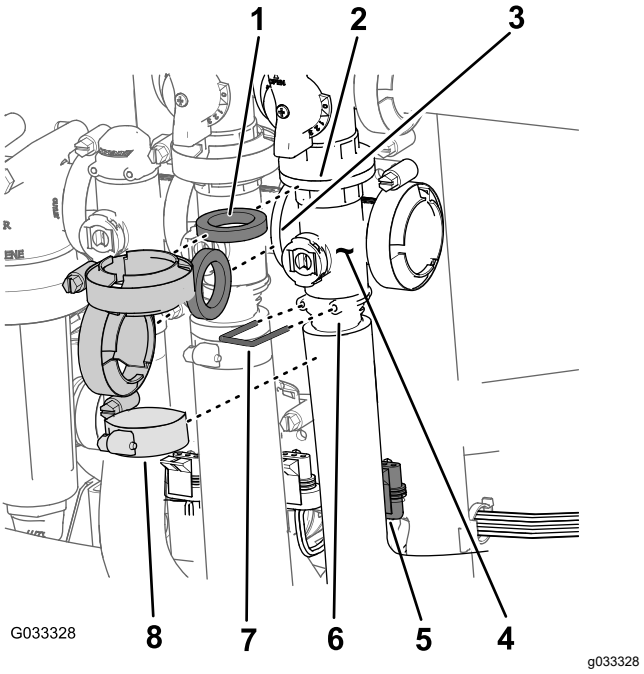

Figura 72
1. Retire las abrazaderas y las juntas que sujetan el distribuidor de la válvula maestra (Figura 72) a la válvula maestra de desvío de secciones, la válvula de agitación y la válvula maestra (en el extremo de la manguera del caudalímetro).
2. Retire la horquilla de retención que sujeta el conector de salida al distribuidor de la válvula maestra (Figura 72).